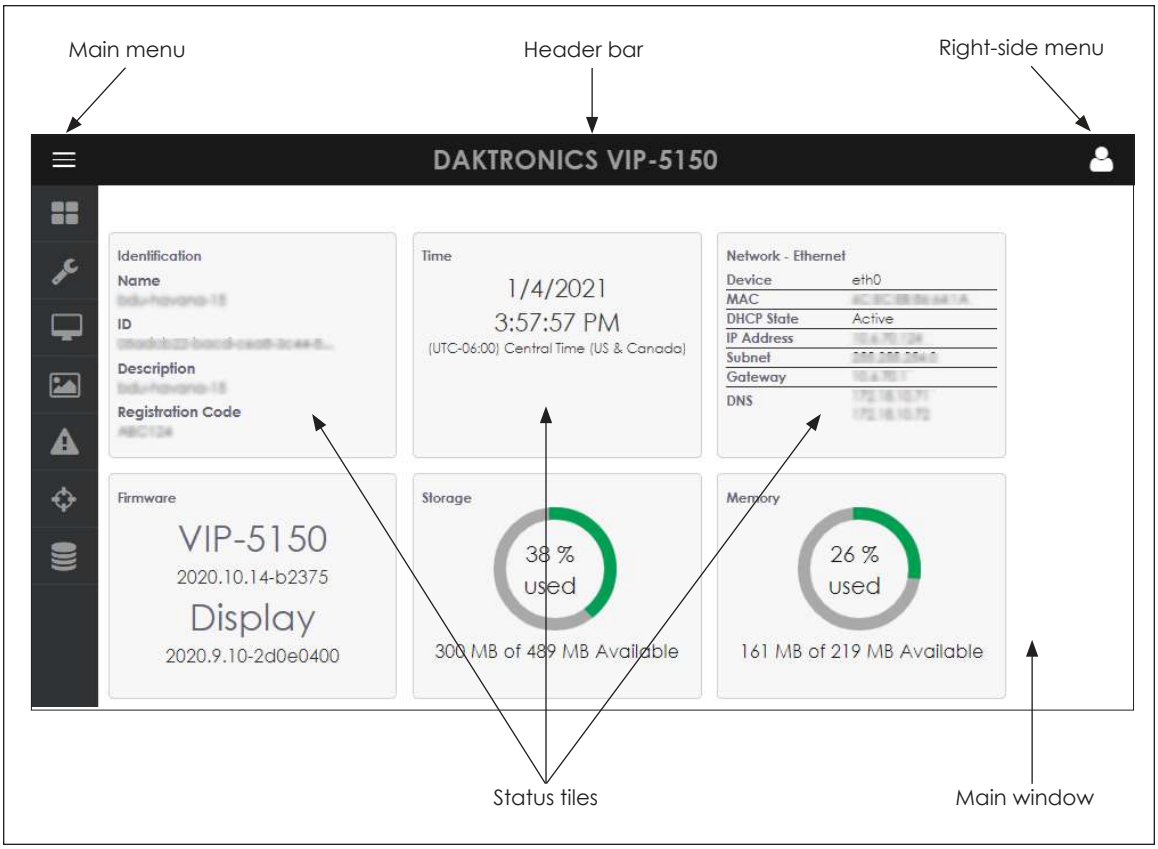

Figure 4: *Interface Elements*
The VIP-5000 series processor interface includes elements that are always visible to the user, including a header bar, main menu, right-side menu, and main window. Refer to **Figure 4**.
- **Main window** displays elements, information, and data related to current user selections and system triggers. The example in **Figure 4** shows the initial **Dashboard** screen with status tiles in the main window.